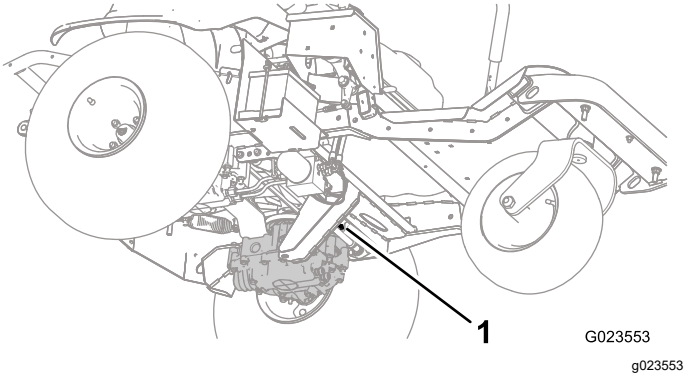
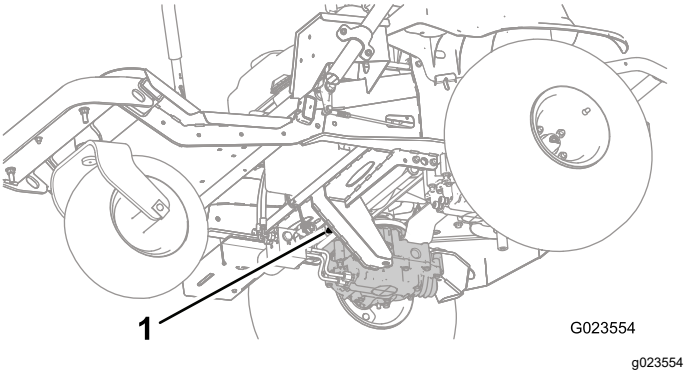
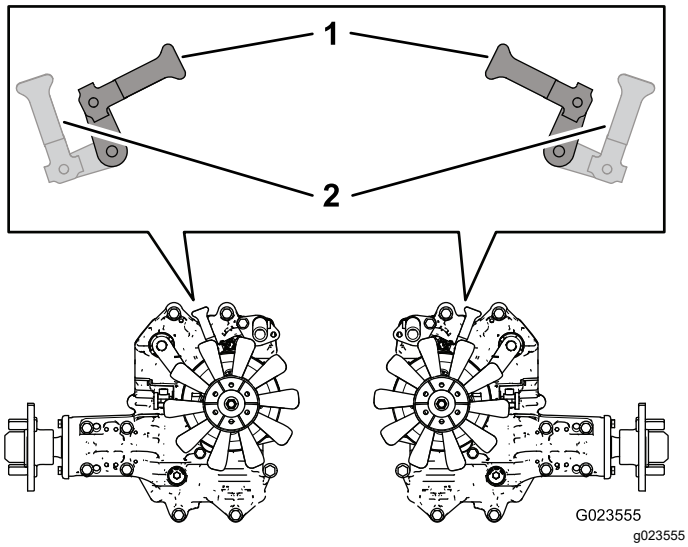

Figure 28
Figure 29
Figure 30
2. From underneath the machine, rotate the bypass-valve levers (Figure 28 and Figure 29) so that they point inward, toward the center of the machine (Figure 30), and disengage the parking brake; refer to Using the Parking Brake (page 21).
3. When you are finished pushing or towing the machine, rotate the bypass-valve levers so that they point toward the front of the machine, to allow the machine to drive (Figure 30).